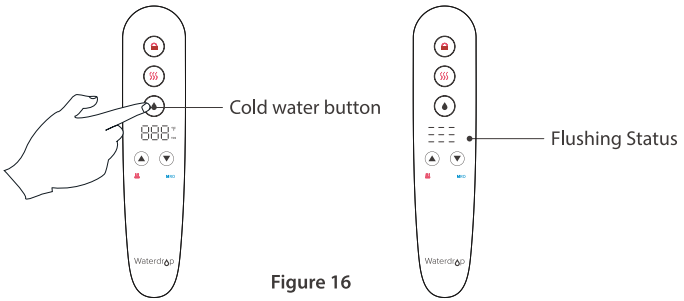

Figure 16
d. Turn on the faucet and flush for 10 minutes. Touch the button and turn on the faucet. The system flushes for 10 minutes until there is no water output from the faucet. **(Figure 16)**